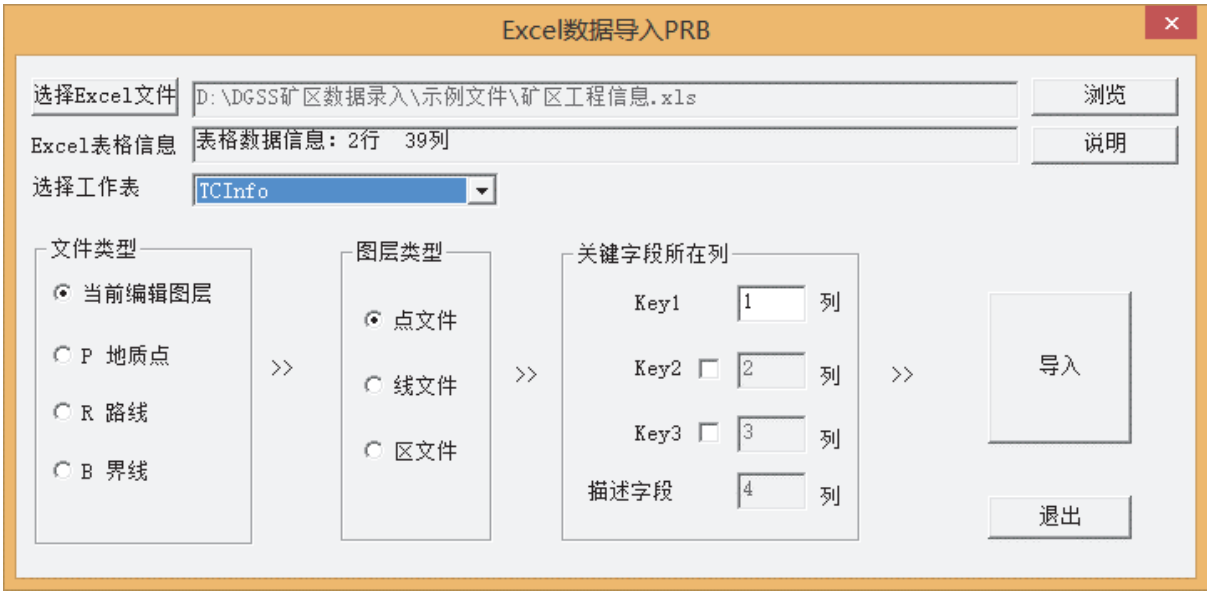

图 4-17
5. 弹出“Excel 数据导入 PRB”对话框，点击“浏览”，选择“矿区工程信息.xls”文件，工作表选择“TCInfo”，其他项目默认，然后点击“导入”，完成探槽工程属性的导入（见图 4-17）；